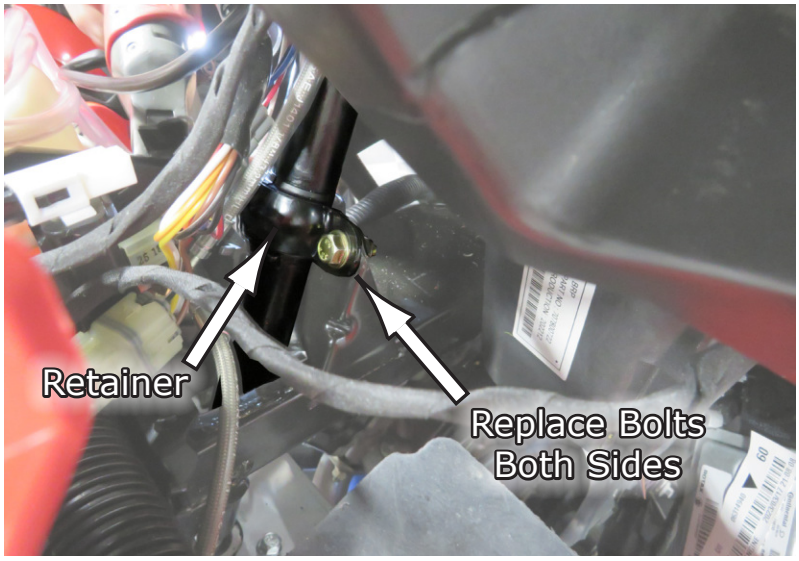

**Fig.70**
**52**.Now replace the retainer bracket using the two factory bolts you removed back in step 35 previously, and secure. See **Fig.70**.